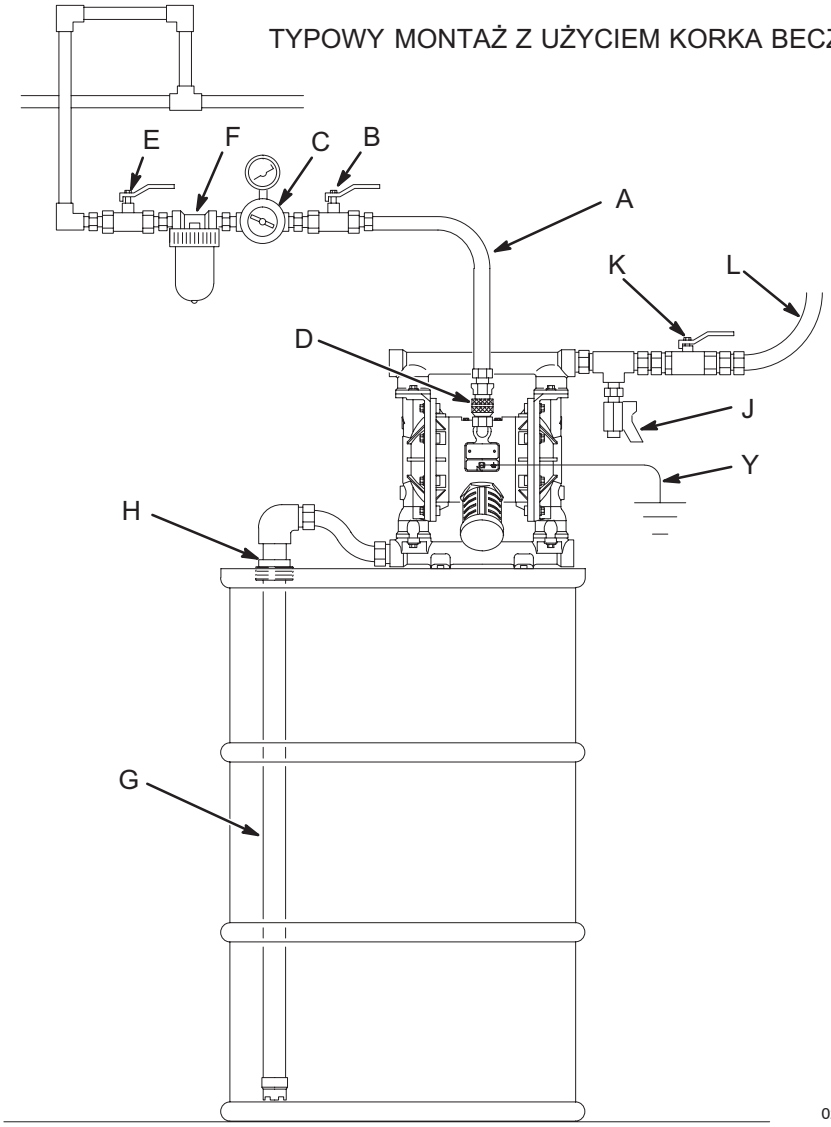
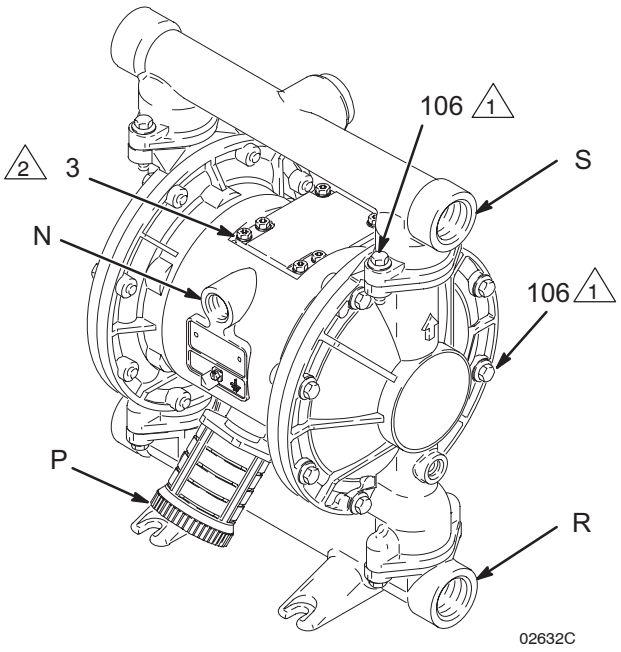

Rys. 2
Rys. 5
- Typowy sposób montażu przedstawiony na rys. 2–4 stanowi jedynie wskazówkę w zakresie doboru i montażu składników systemu. Pomoc w zakresie planowania systemu odpowiadającego konkretnym potrzebom można uzyskać od dystrybutora Graco.
1. Osprzęt przewodów pneumatycznych należy zamontować w sposób przedstawiony na rys. 2–4 na str. 6 i 8. Osprzęt należy przymocować do ściany lub do uchwytu. Należy upewnić się, że przewód zasilający osprzęt powietrzem jest uziemiony.
a. Zamontować reduktor ciśnienia powietrza (C) i manometr umożliwiające regulację ciśnienia cieczy. Ciśnienie cieczy na wylocie będzie odpowiadać ustawieniu reduktora ciśnienia powietrza.
b. Odszukać główny zawór powietrza typu upustowego (B) znajdujący się w pobliżu pompy i z jego pomocą spuścić powietrze uwięzione w układzie (p. **OSTRZEŻENIE** powyżej). Odszukać drugi główny zawór powietrza (E) umieszczony za osprzętem przewodów pneumatycznych, umożliwiający odłączenie wszystkich akcesoriów na czas czyszczenia lub naprawy.
c. Filtr przewodu powietrza (F) umożliwia usunięcie niebezpiecznych zanieczyszczeń i wilgoci z układu zasilania sprężonym powietrzem.
2. Zamontować uziemiony, elastyczny przewód powietrza (A) między osprzętem a króćcem wlotu powietrza (N) typu 1/2 npt(f), p rys. 5. Wewnętrzna średnica przewodu powietrza nie może być mniejsza niż 9,5 mm (3/8 cala). Przykręcić szybkozłącze pneumatyczne (D) na końcu przewodu powietrza (A), a do króćca wlotu powietrza do pompy przykręcić odpowiadające mu mocowanie. Nie dołączać złączki (D) do mocowana aż do chwili zakończenia wszystkich przygotowań do obsługi pompy.
1. Należy stosować uziemione przewody cieczy. Króciec wlotowy cieczy (R) ma średnicę 1 cala z gwintem typu npt (f), p. rys. 5. Przykręcić odpowiednio mocno złącze cieczy do króćca pompy.
1. Stosuj uziemione przewody cieczy (L). Króciec wylotu cieczy z pompy (S) ma średnicę 1 cala z gwintem typu npt(f), p. rys. 5. Mocowanie przewodu cieczy należy mocno dokręcić do króćca wylotowego pompy.
2. Zamontuj zawór odpływowy cieczy (J) w pobliżu króćca wylotu cieczy, p. **OSTRZEŻENIE** powyżej oraz rys. 2–4 na str. 6 i 8.
3. Zamontuj zawór odcinający (K) na przewodzie odpływowym cieczy.
KLUCZ WG RYS. 2
W przypadku pomp wykonanych z aluminium, rozgałęźne przewody wlotu i wylotu cieczy posiadają obustronnie gwintowane złącza. W chwili dostarczenia pompy jeden z końców każdego rozgałęźenia jest zaślepiony, a drugi otwarty, p rys. 5. Aby odwrócić położenie złącza wlotu lub wylotu cieczy, wystarczy wyjąć zaślepkę z jednego końca przewodu rozgałęźnego i zamontować ją na drugim końcu.